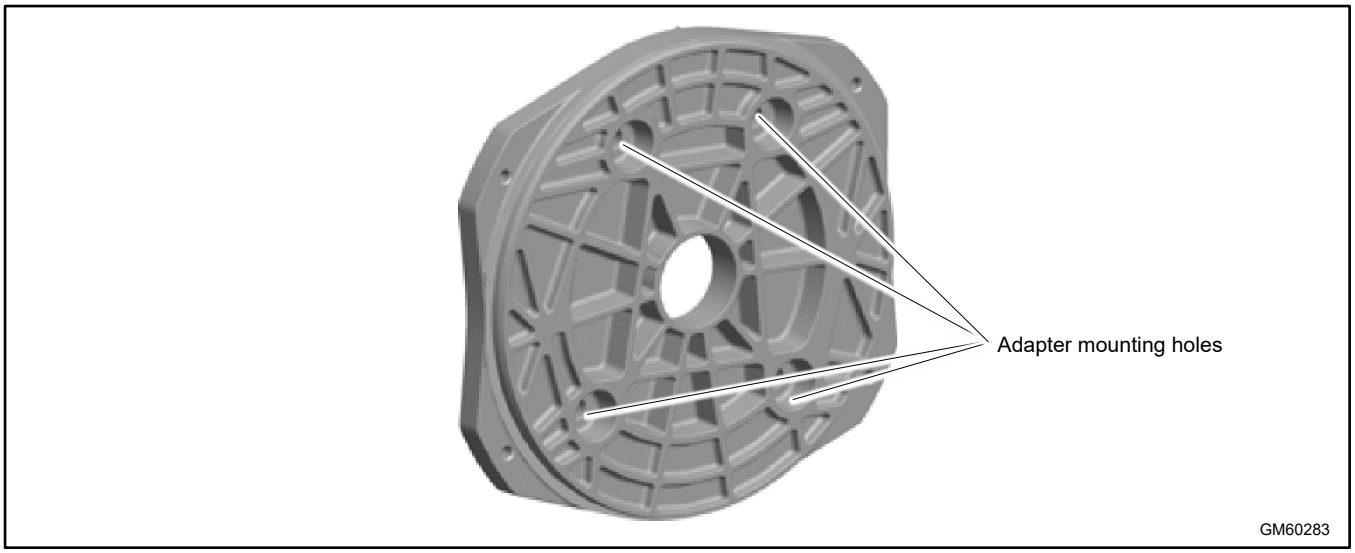

Figure 125 Generator Adapter (14RCA(L))
34. 14RCA(L) only: Remove the four generator adapter mounting bolts to remove the generator adapter, if necessary. See Figure 125.